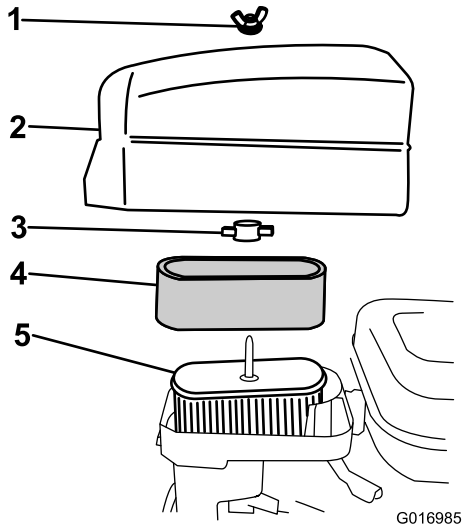

**Figura 29**
4. Se o elemento de esponja se encontrar sujo, deverá retirá-lo do elemento de papel (Figura 29) e limpe-o cuidadosamente, da seguinte forma: